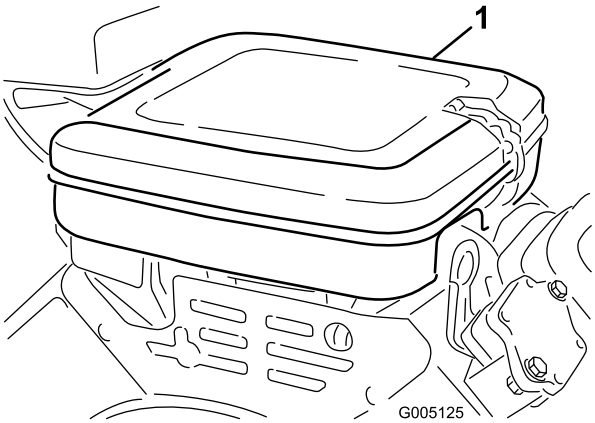

**Figur 40**
1. Rengör kåpan ordentligt (Figur 40).